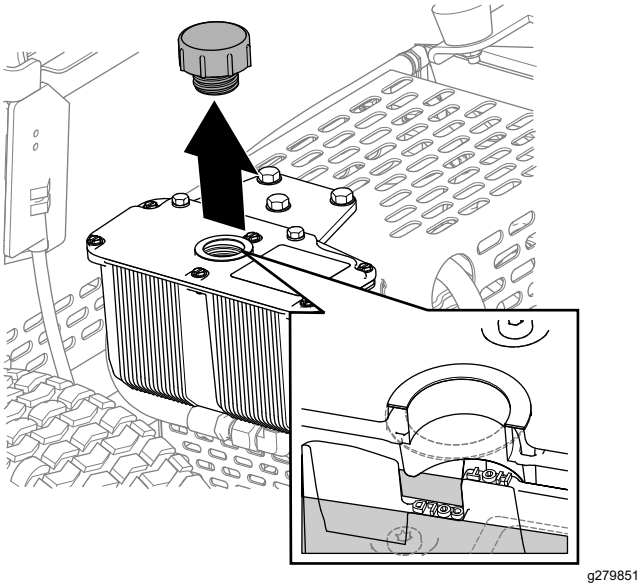

Рисунок 35
3. Снимите крышку и проверьте уровень гидравлической жидкости в баке (Рисунок 35).